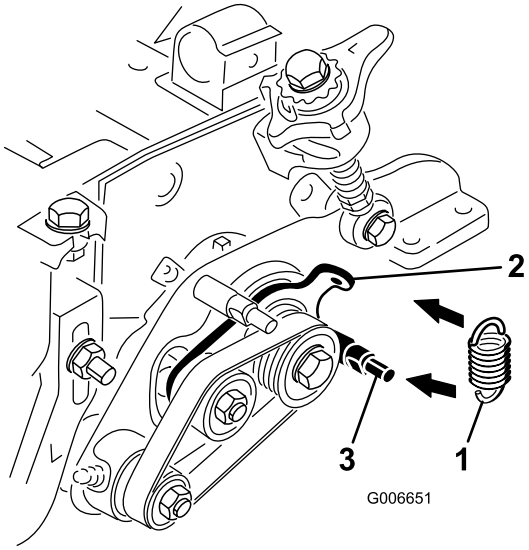

Figuur 11
22. Bevestig de spanpoelieveer in de opening in de lip van de spanpoelieplaat en rond de groef op de onderste bout van de plaat van de groomer (Figuur 11). Het open uiteinde van de veerhaak moet naar de aandrijfpoelie zijn gericht.